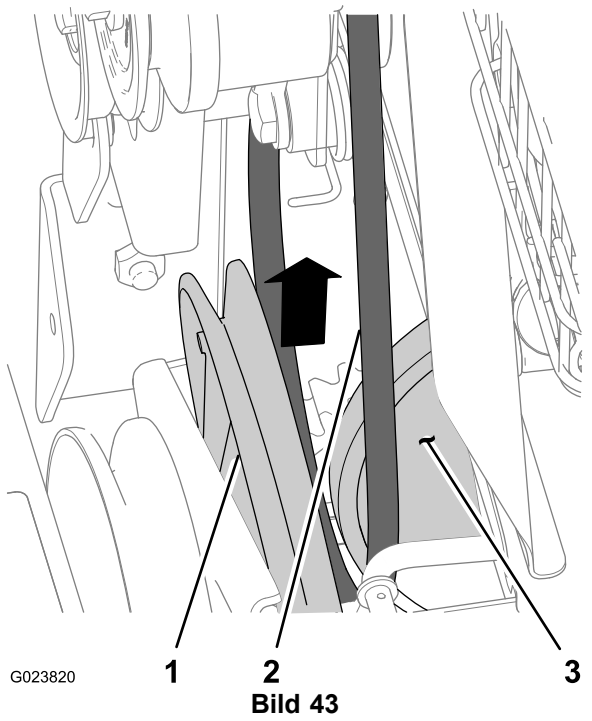

Bild 43
6. Schieben Sie den Treibriemen aus der Rille der Fahrantriebsriemenscheibe und nach oben zwischen die Riemenscheibe und dem Reibrad (Bild 43).
1. Fluchten Sie den Treibriemen zwischen dem Reibrad und der Riemenscheibe des Fahrantriebs aus (Bild 43).